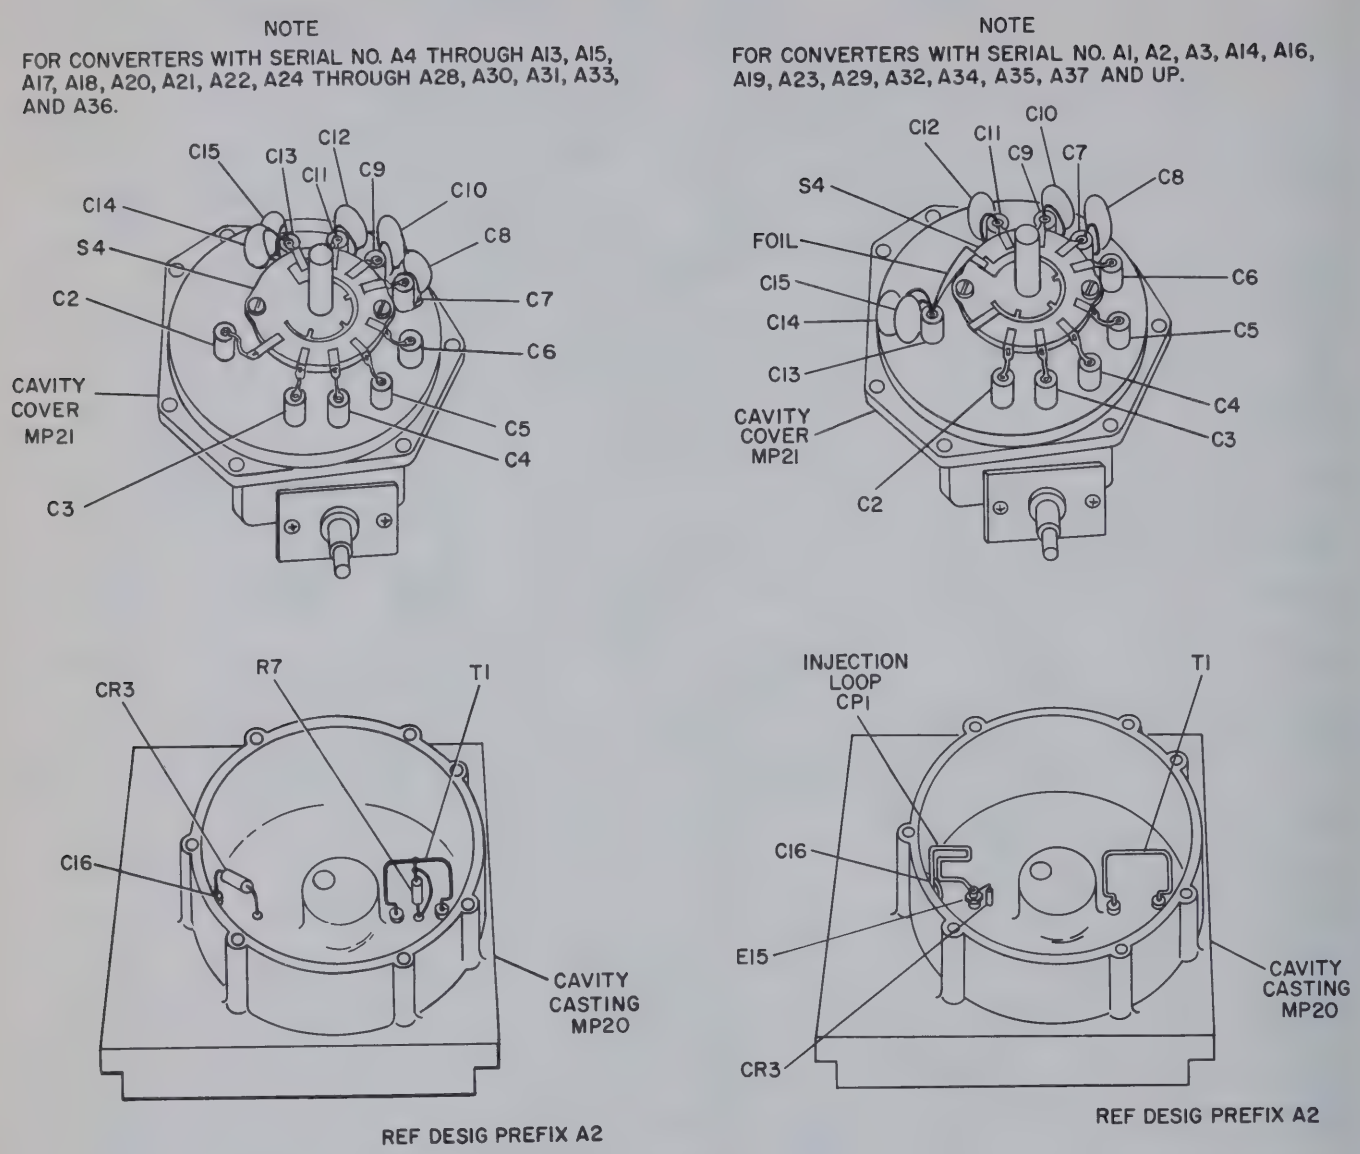

Figure 5-20. Electronic Frequency Converter A2, Cavity, Location of Parts
(3) Unsolder all fixed-capacitor leads from the switch terminals; then unsolder the jumpers between the switch terminals and the adjacent trimmer capacitors (figure 5-20). Remove excess solder from the terminal tabs of the trimmer capacitors.
(4) Disassemble the cavity switch detent on the outside of the cavity cover A2MP21 as follows: Remove and save the nylon nut (A2MP18 and A2MP19) from each nylon screw (A2MP16 and A2MP17), lift the detent spring A2MP27 off one screw, the detent arm A2MP3 off the other screw, and the two spacers A2MP25 and A2MP26.
(5) Remove the two nylon screws and ceramic spacers A2MP14 and A2MP15 from the inside of the cavity cover A2MP21.
x. REPLACING RF TRANSFORMER A2T1.—Rf transformer A2T1 (figure 5-20) is mounted on the inside of the cavity and replaced according to the following procedure:
(1) Disassemble the cavity casting per paragraph 5-5t.
(2) Unsolder resistor A2R7 and the coaxial lead from the center of A2T1.
(3) Trace the two terminals of A2T1 to the outside of the cavity casting, and unsolder the lead from each terminal. Code-mark leads to insure proper reassembly.
(4) Remove excess solder from the terminals of A2T1 to allow them to slip through the teflon inserts, then remove the defective A2T1.
(5) Place the terminals of the replacement A2T1 into the teflon inserts; then push them all the way in.
(6) Solder the leads removed in step (3) to the terminals of A2T1 as marked in step (3).
(7) Find the geometrical center of A2T1, and solder to that point the resistor and coaxial lead removed in step (2).
(8) Reassemble the cavity and perform the balance adjustment procedure of paragraph 5-4k(6).